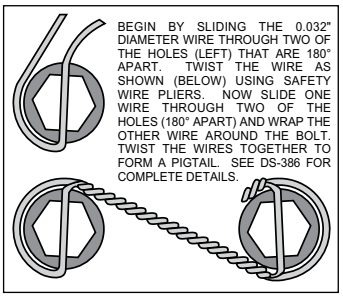

Figure 4. Safety Wire Diagram
•Once the caliper positions have been determined, remove both the service (16) and EPB (23) calipers, leaving both brackets in place on the backing plate. For the EPB bracket, remove the bolts one at a time, apply red Loctite® 271 to the threads, and torque to 35 ft-lb. The service caliper bracket will be final installed after shimming is determined.
•Orient the rotor (12) and the hat (13) as shown in Figure 1 and Photo 6. Attach rotor to hat using bolts (14) and washers (15). Apply red *Loctite*® 271 to the bolt threads and torque to 155 **in-lb** using a criss-cross pattern. For an added measure of security, the bolts may be safety wired using standard 0.032 inch diameter stainless steel safety wire as shown in Figure 4. Please refer to Wilwood's data sheet DS-386 (available at www.wilwood.com/Pdf/DataSheets/ds386.pdf) for complete safety wire installation instructions.
•Slide the rotor registration adapter (11) onto the register on the axle flange with the smaller O.D. facing toward the rotor/hat (12 and 13), Photo 7.